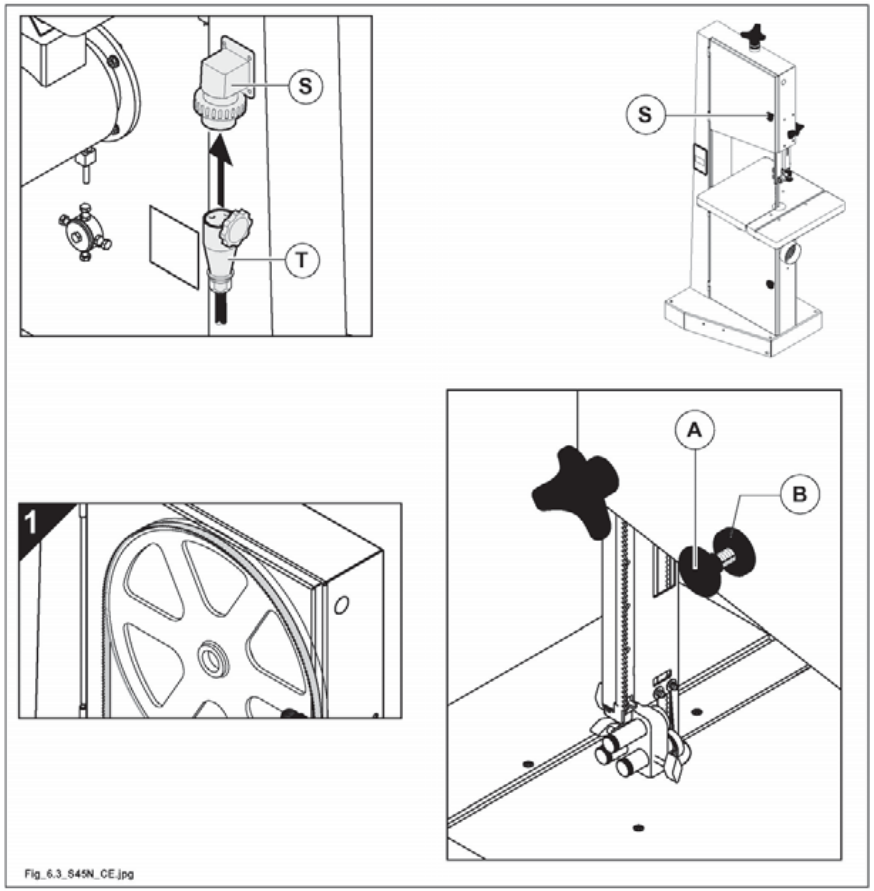

Fig. 6.3
for correct operation the teeth of the saw must project from the edge of the flywheels (see "1" fig. 6.3).
By means of knob (A fig. 6.3) it is possible to adjust the proper rotation position of the blade on the upper flywheel.
- open the upper casing (S fig. 6.3).
- Loosen the lock (B fig. 6.3).
- Manually turn the upper flywheel towards the working direction and simultaneously adjust handle (A fig. 6.3). Blade should be positioned in such a way that its teeth are outside the flywheel rubber piece.
- At termination of the adjustment, tighten locking knob (B fig. 6.3).
- Close the upper casing (S fig. 6.3).